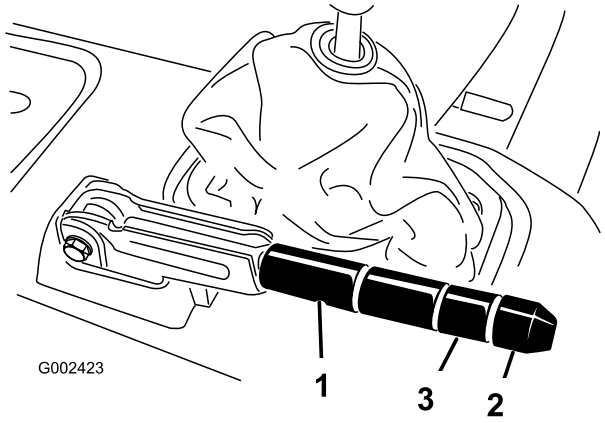

Figura 63
2. Allentate la vite a pressione che fissa la manopola alla leva del freno di stazionamento (Figura 63).